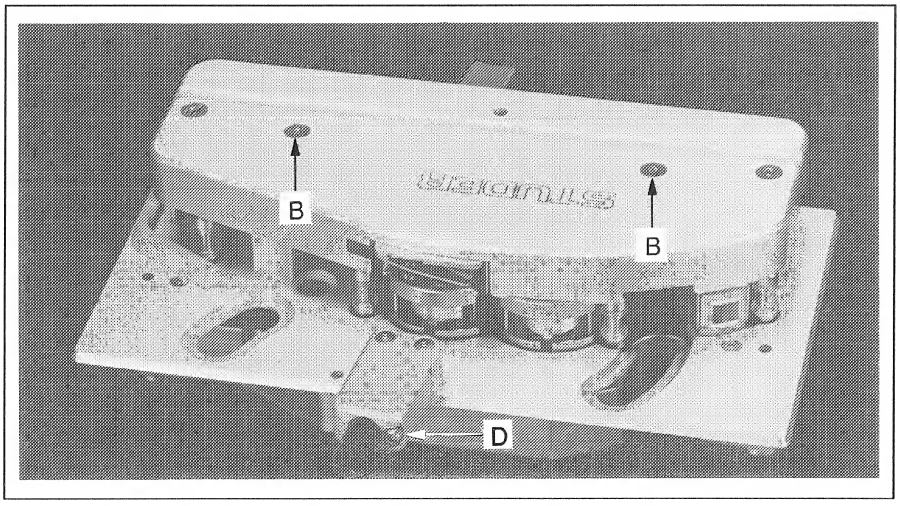

Fig. 3.4.53 Kopfträger mit Markierstempel und Vorkopfschere.
- Kopfträger und Kopfträgerabdeckung demontieren. (vgl. Fig. 3.4.53)
- Mit der Schraube **D** (IS 2,5mm) kann der vordere Anschlag des Markierstempels eingestellt werden. Siehe Fig. 3.4.53.